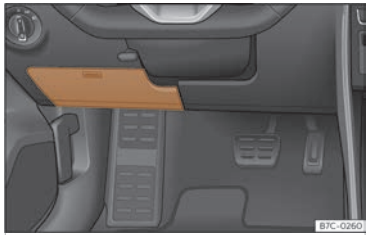

Abb. 194 Auf der Fahrerseite in der Schalttafel: Abdeckung des Sicherungskastens.
- *Öffnen:* Abdeckung nach unten aufklappen ››› **(Abb. 194)**.